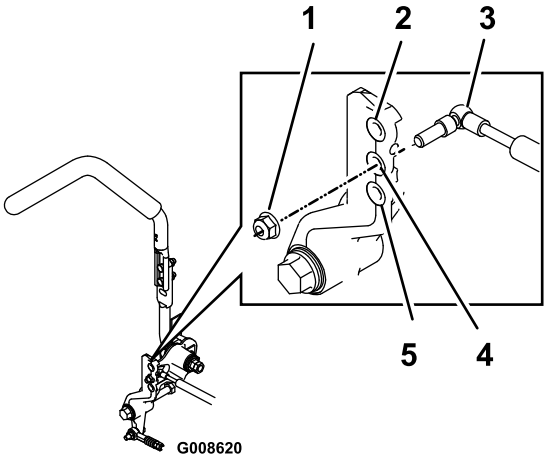

Figuur 64
2. Verwijder de borgmoer, zet de bevestigingsbout van de demper in de gewenste positie, en plaats de borgmoer. Zie Figuur 64 voor de diverse bevestigingsopties.